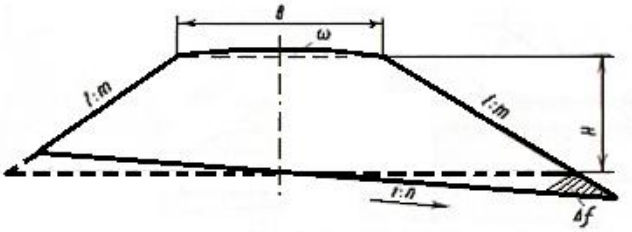

рис.1
1.4.1. Для насыпи с однородной крутизной откосов *1*:*m* (рис. 1) площадь поперечного сечения определяется по формуле: